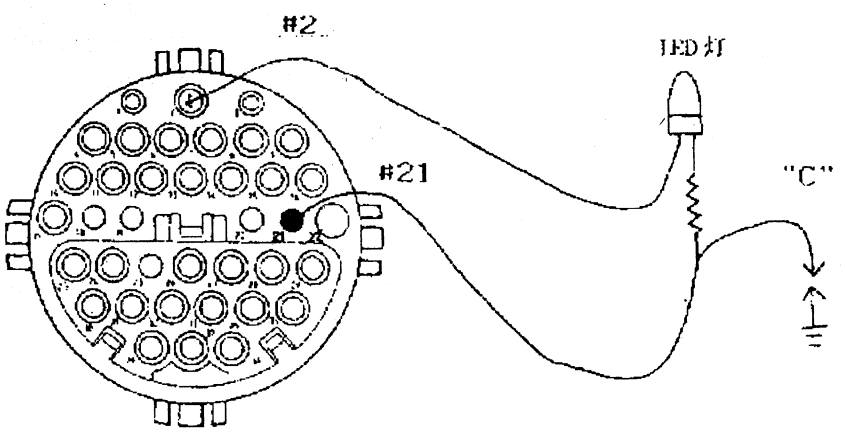

图 7 - 17　LED 的连接方法
①点火开关 KEY - ON。
②如图 7 - 17 接 LED 测试灯。